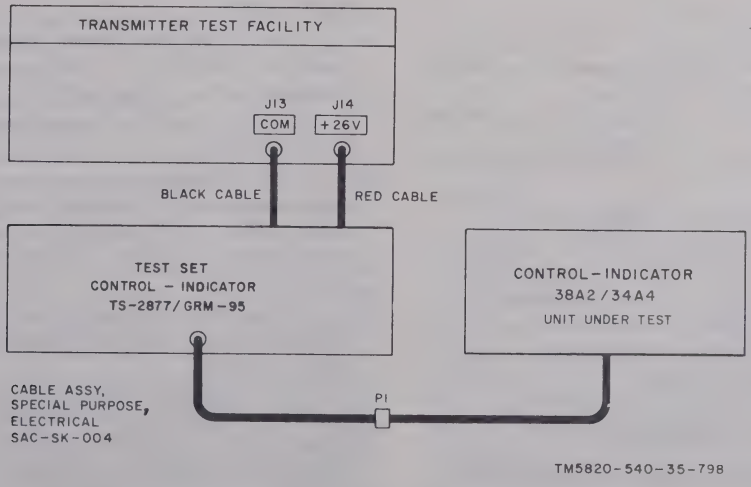

Figure 4–323. Control-indicator 38A2 or 34A4, test setup.
1. One or more lamps, No. 2 through 13 permanently illuminated.	*a.* Remove cover of unit under test. Manually operate switch corresponding to permanently illuminated lamp; this can be done by gently pushing the ball associated with the switch (fig. 4–65).
3. Lamp No. 13 permanently on or not illuminating	Replace command signals decoder (fig. 4–65).